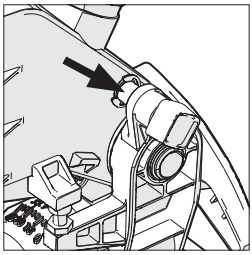

Рис. 16
- Убедитесь, что режущая головка зафиксирована в нижнем положении, а фиксирующий палец полностью находится в соответствующем углублении **(см. Рис.16)**.
- Убедитесь, что режущая головка зафиксирована в нижнем положении, а фиксирующий палец полностью находится в соответствующем углублении **(Рис. 16)**.
- Выньте блокирующий палец режущей головки **(Рис. 16)** ,и режущая головка самостоятельно вернется в верхнее положение.